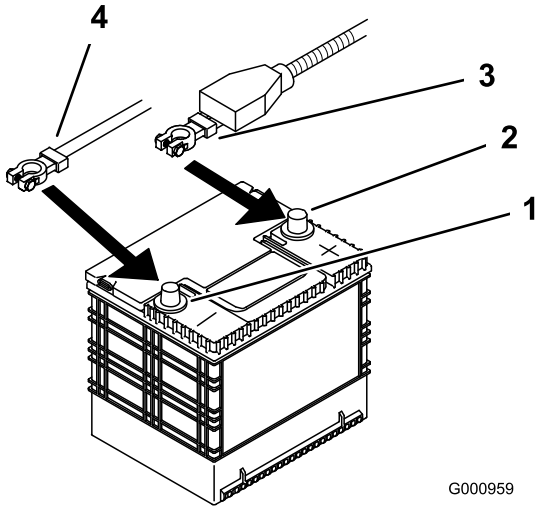

Figur 45
4. Afbryd først det negative batterikabel fra den negative (–) batteripol (Figur 45).
5. Skub den røde klemme af batteriets (røde) pluspol. Afmonter derefter batteriets (røde) pluskabel (Figur 45).
4. Fastgør kablerne med 2 bolte (1/4 x 3/4 tomme), 2 skiver (1/4 tomme) og 2 låsemøtrikker (1/4 tomme) (Figur 45).